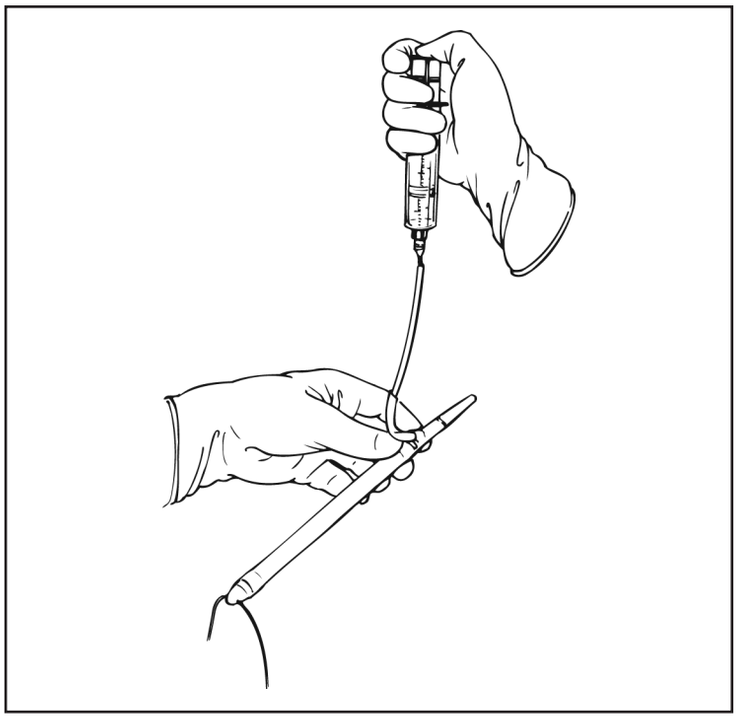

Figure 22. Fill the cylinder with the distal tip down
- Hold the cylinder from the proximal end with the distal tip down to allow the distal portion of the cylinder to fill first (Figure 22).